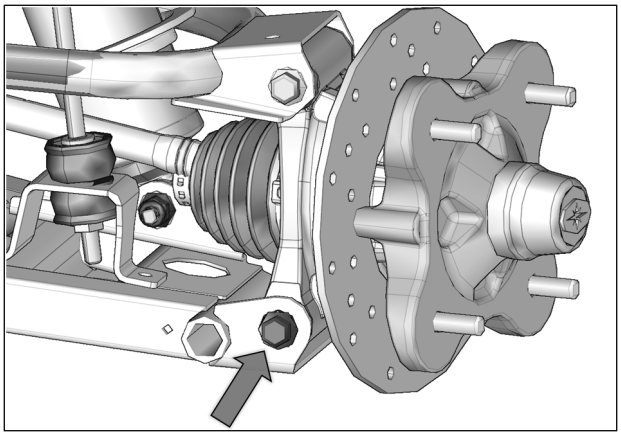

Fig. 5
5. Remove bolt that links lower suspension arm to wheel knuckle. See Fig. 5